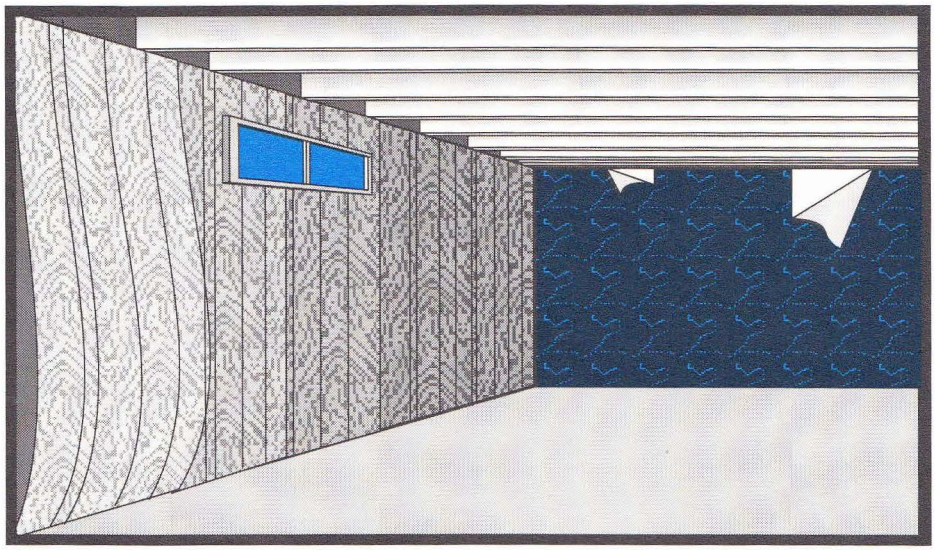

**FIGURE 15**
- Wallpaper lifts off gypsum board or other wall surface. (See Figure 15.)
- Wood finishes warp, cup, swell and crack when allowed to dry. (See Figure 15.)